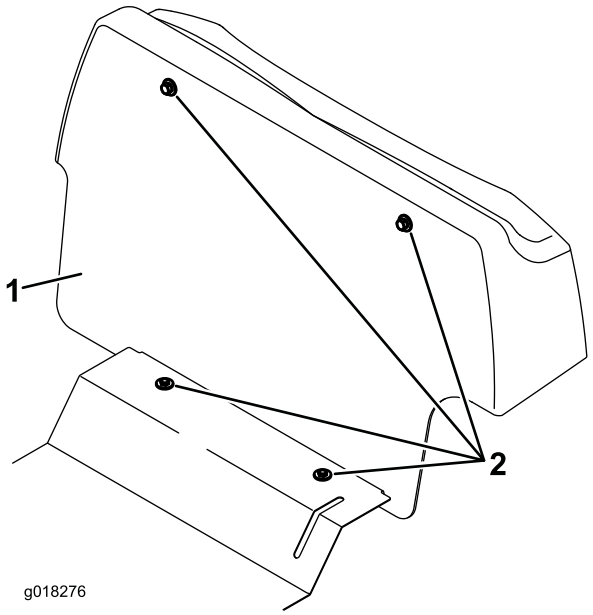

Figure 1
3. Remove the bulkhead by unscrewing the 4 bolts (Figure 1). This is to enable access to the main wiring loom.